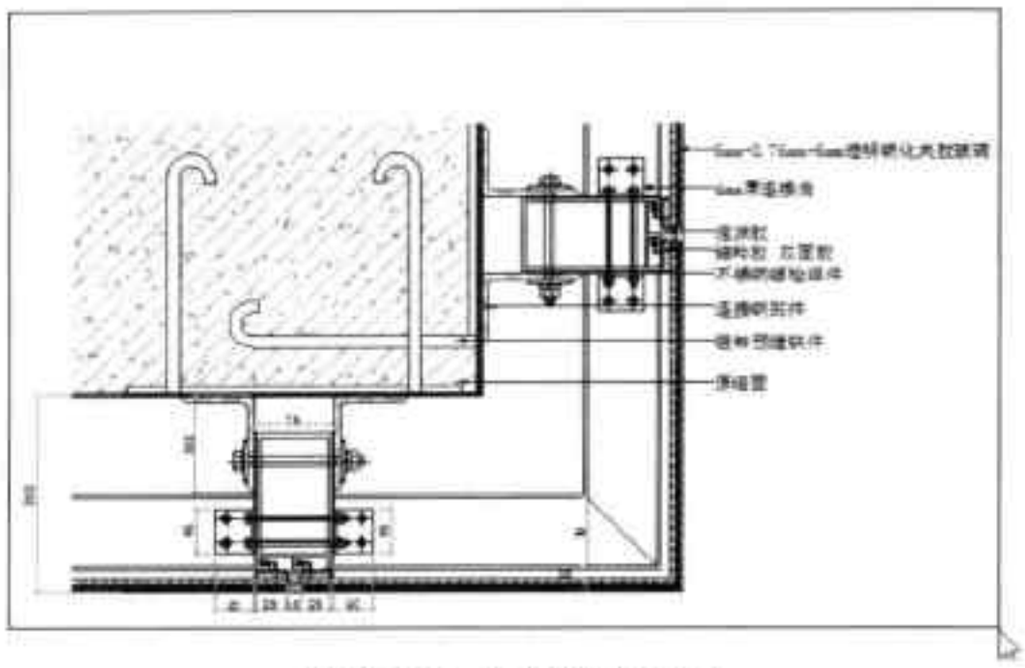

图10-19 框选打印范围
Step 05 在绘图区中，使用鼠标框选出需打印的范围，如图 10-19 所示。